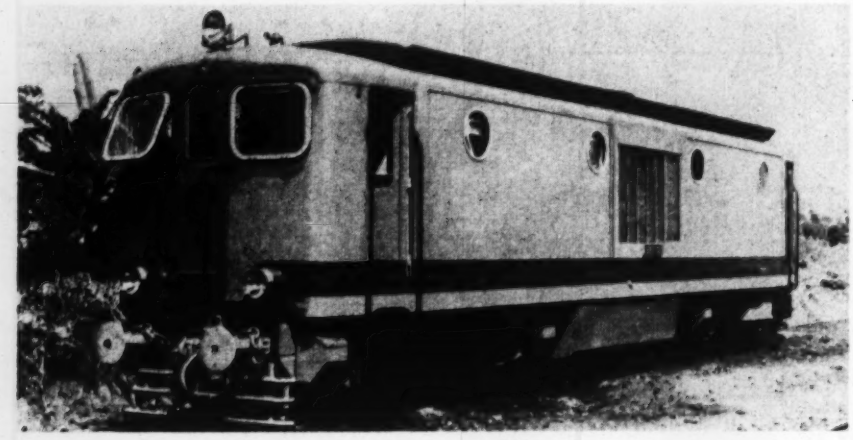

Fig. 21 Lightweight double-engine unit for French West Africa
The locomotive shown in Fig. 21 and described as item 6 in Table 2 is in itself not unusual except for the inclusion of two high-speed engines with a total horsepower of 940 in a locomotive weight of 55 tons. The trend to higher horsepower secured by the use of high-speed engines is evident in this design.